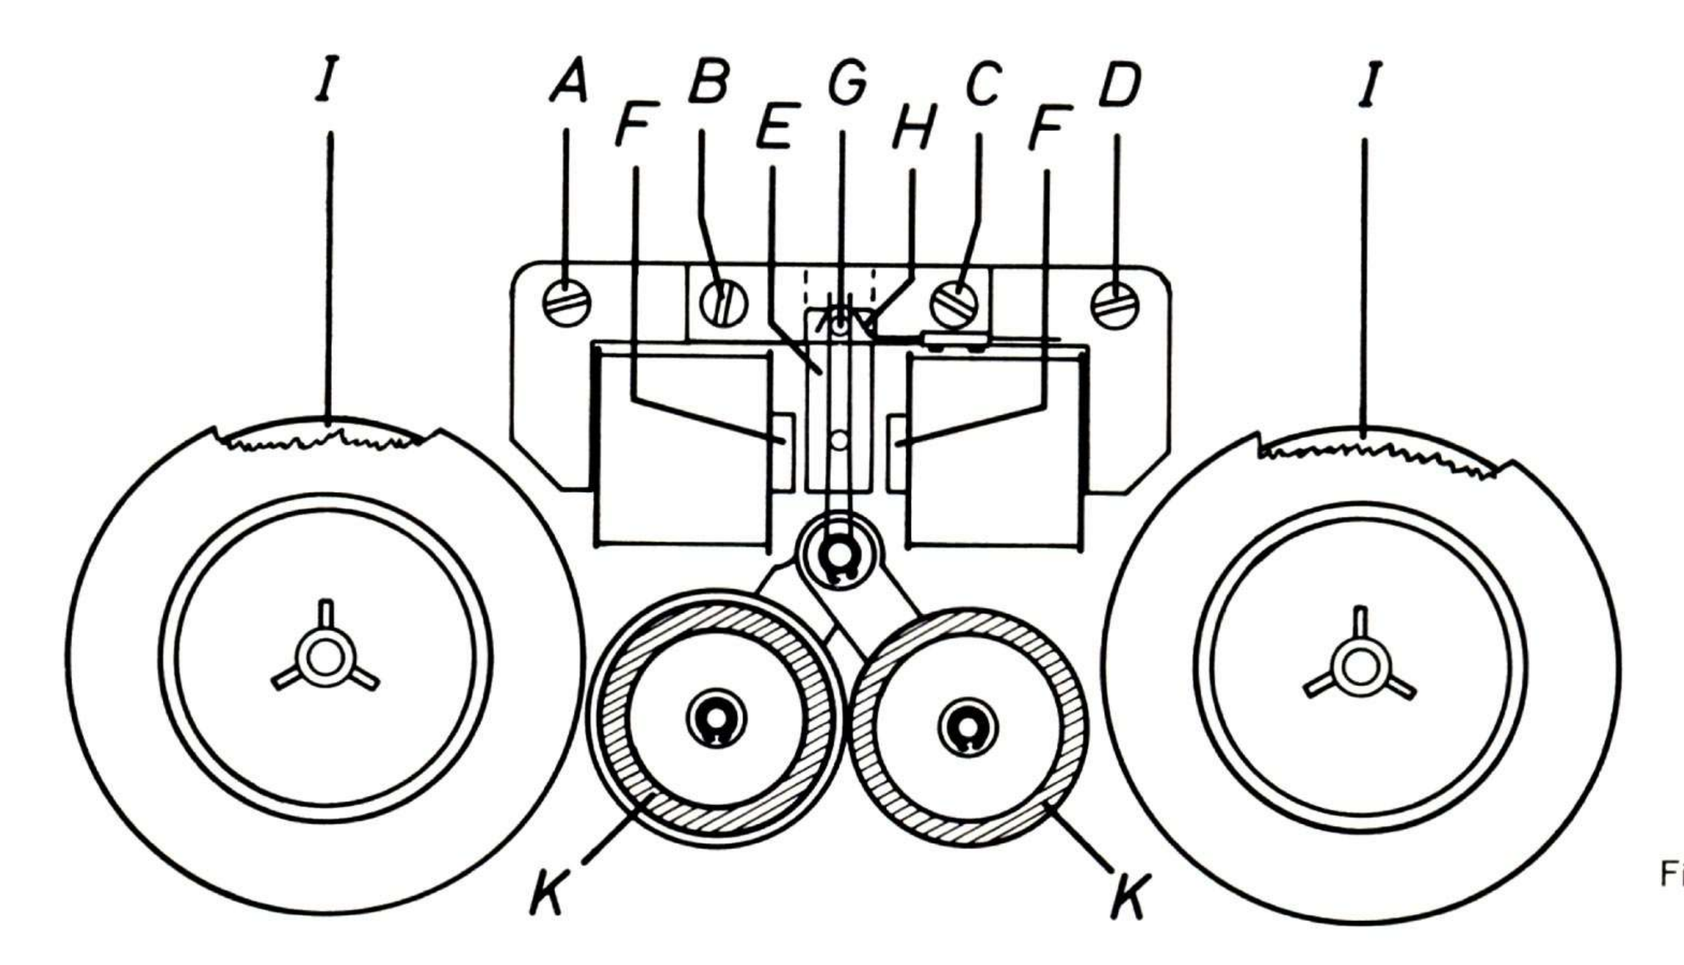

Fig. 13
1.7 Schneller Vor- und Rücklauf (siehe Abb. 13)
1.7 Fast Forward and Rewind Operation (see Fig. 13)
1.7 Marche avant et arrière rapide (voir fig. 13):